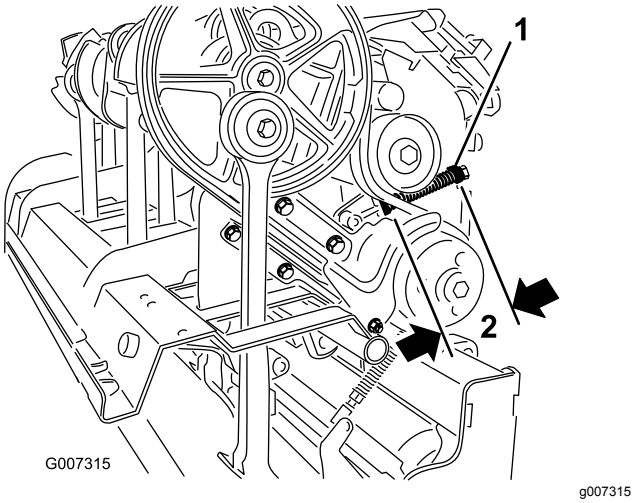

**Figur 35**
C. Lossa låsmuttern till fjäderhållaren (Figur 35).
D. Justera fjäderhållaren så att önskad komprimerad fjäderlängd uppnås (Figur 35).